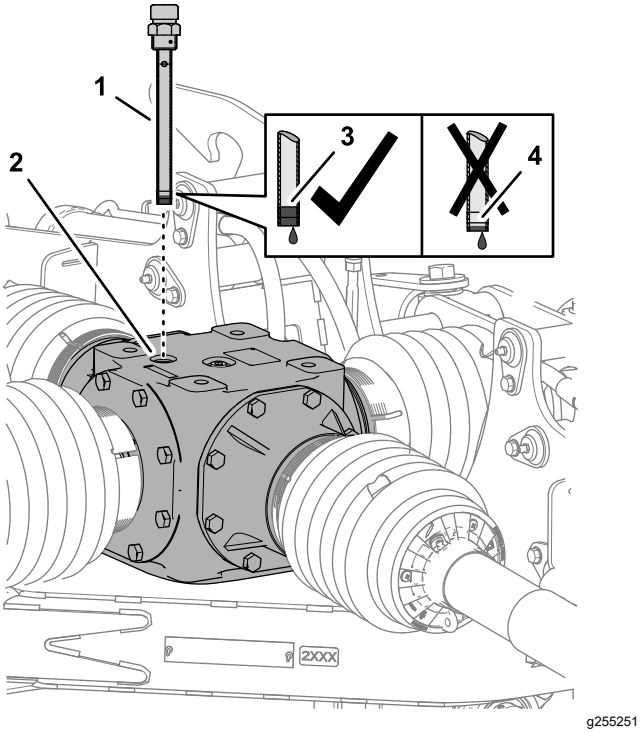
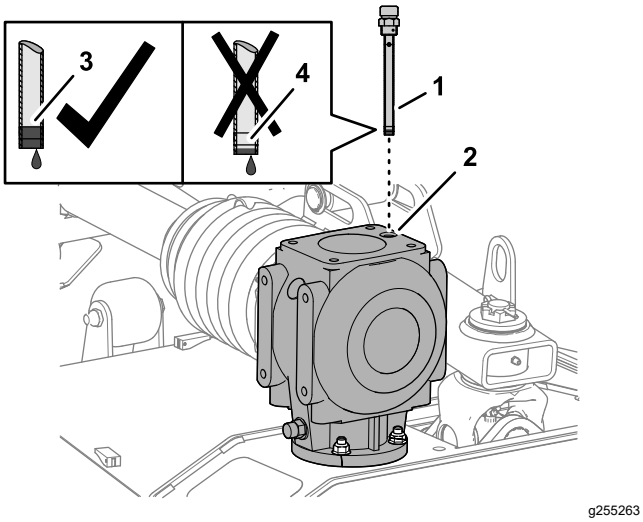

Figur 57
Figur 58
1. Ta ut mätstickan ur mätstickans öppning längst upp på mittväxellådan (Figur 57 eller Figur 58).
2. Kontrollera vätskenivån som indikeras på mätstickan (Figur 57 eller Figur 58).
4. Gänga in mätstickan i påfyllningsöppningen och dra åt mätstickan (Figur 57 eller Figur 58).